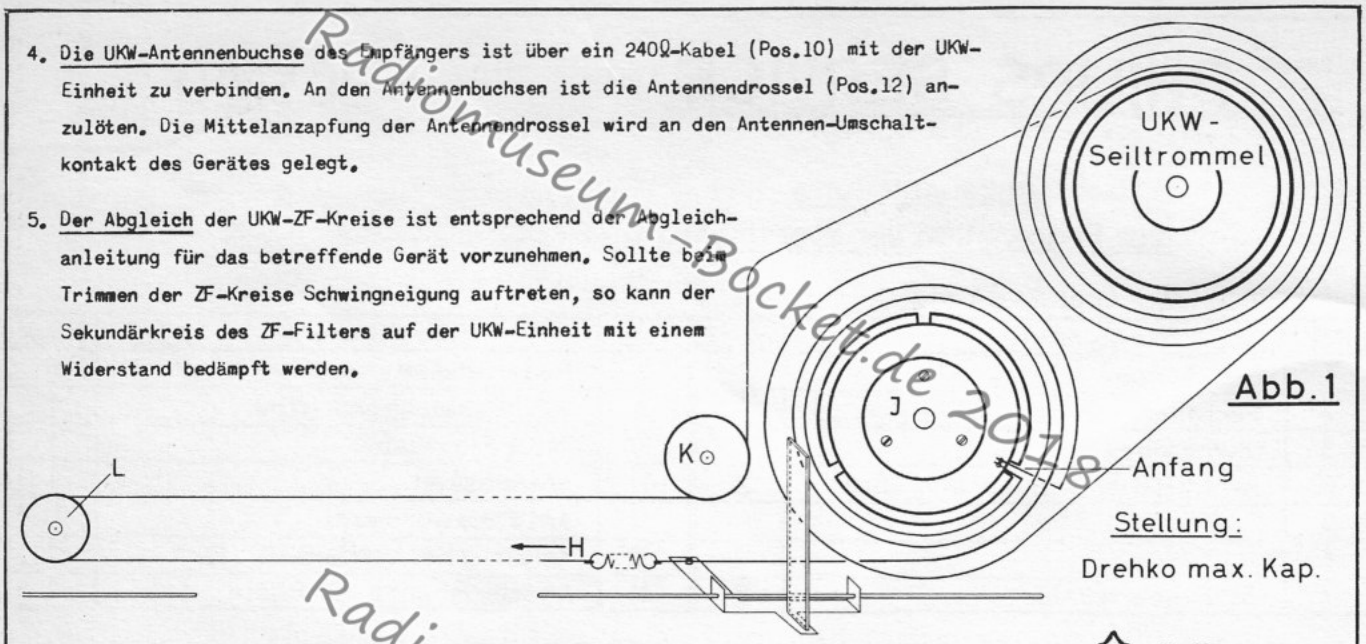

Abb.1
C) Seilführung. (Hierzu siehe Seilführungsplan Abb.1.)